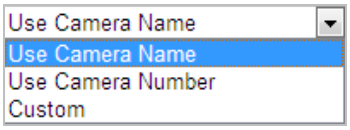

Figure 6-10 Child Directory
- **Child directory**: It is a sub-folder which can be created in the parent directory. The files will be saved in a sub-folder in FTP server. The name of folder can be defined as shown in Figure 6-10.